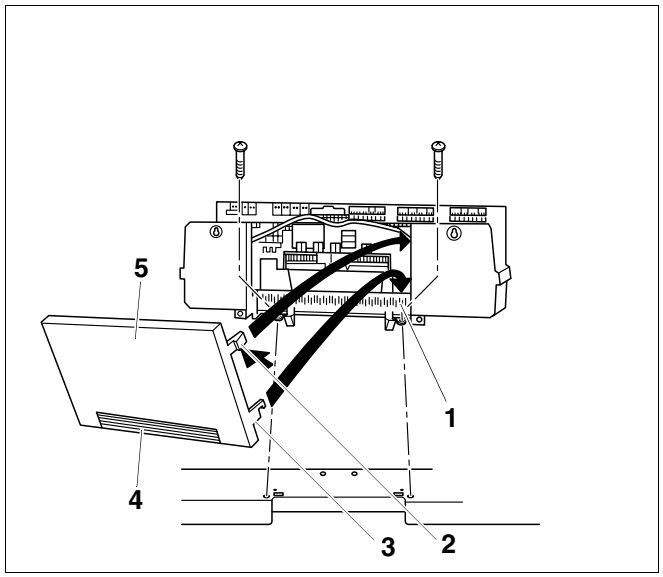

Afb. 67 Rugwand van het regeltoestel bevestigen
Indien nodig kan u het uitbreekdeel (afb. 67, **pos. 4**) van de rugwand (afb. 67, **pos. 5**) van het regeltoestel uitbreken of uitsnijden.
– Hang de beide onderste haakjes (afb. 67, **pos. 3**) rechts en links aan de rugwand (afb. 67, **pos. 5**) met de sleuf in de bovenste kant van het klemmenframe (afb. 67, **pos. 1**).
– Druk de beide bovenste elastische inschuifhaakjes (afb. 67, **pos. 2**) lichtjes naar binnen (pijl) en plaats de rugwand (afb. 67, **pos. 5**) zo, dat de beide haakjes vastklikken.